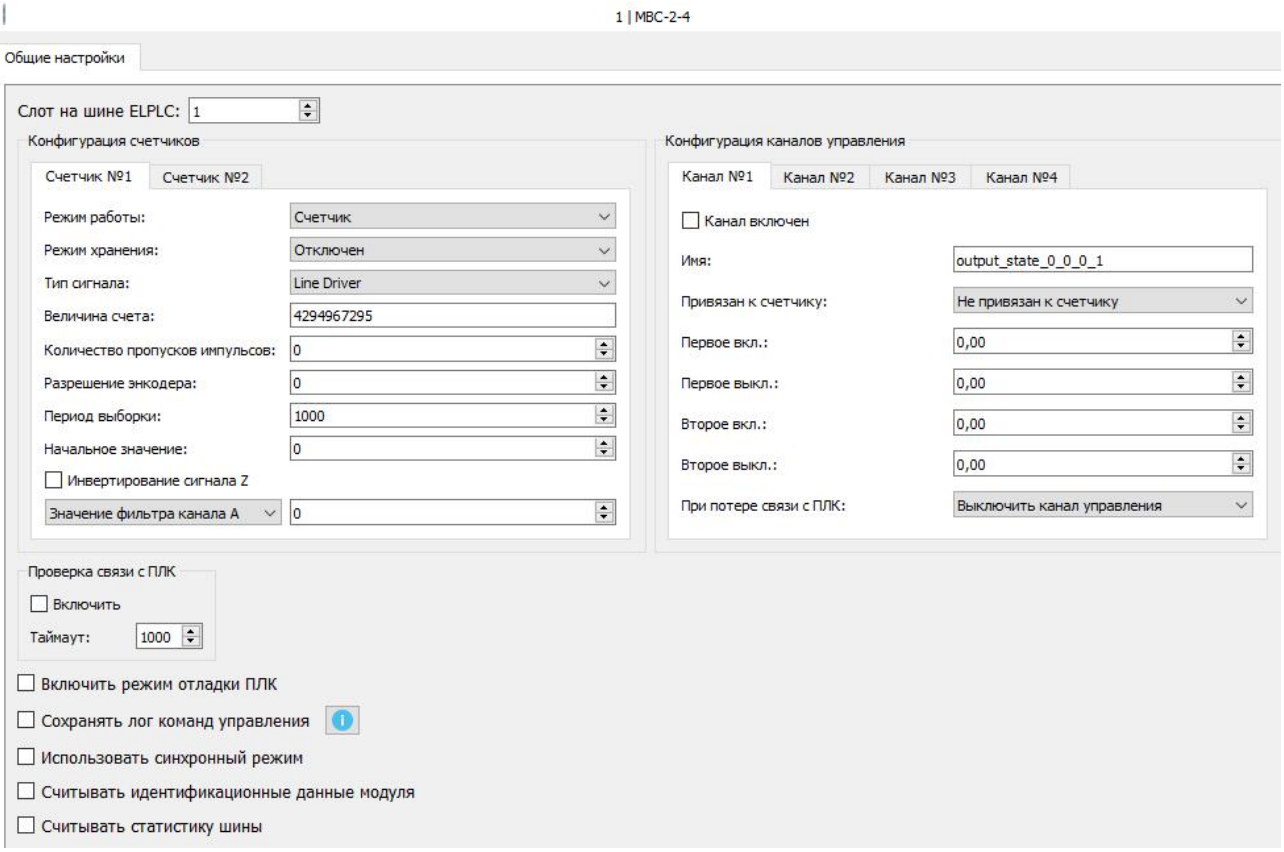

Рисунок 2.7 - Окно настроек MBC-2-4
После добавления, по двойному щелчку на узле модуля (в дереве проекта) в правой части экрана, будет отображено окно настройки модуля (см. рисунок 2.7).
2.3.2 На вкладке «Общие настройки» (см. рисунок 2.7) пользователь задает слот модуля в корзине ПЛК, а также конфигурирует режимы работы счетчиков и каналов управления модуля.